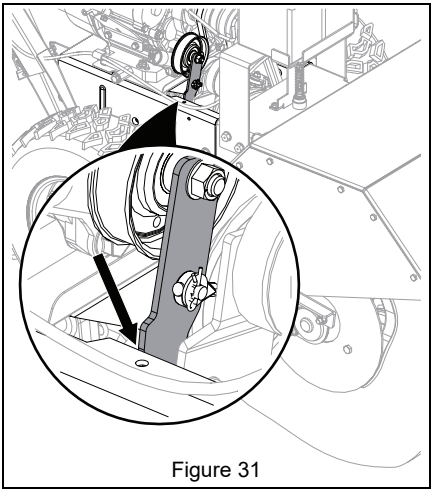

Figure 31
6. With the traction clutch disengaged, make sure idler arm lightly touches the frame. See Figure 31.